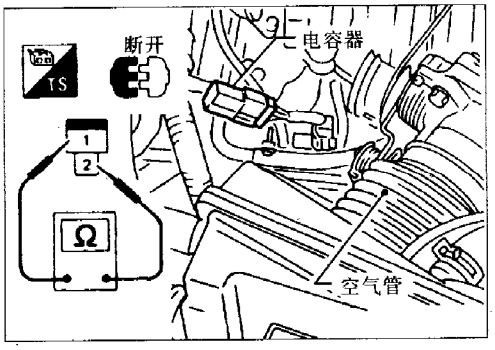

图 4－8－31
a. 见图 4－8－31,拆开电容器线束接头。
b. 检测电容器与端子①和②的导通情况。电阻值为 1MΩ 以上。